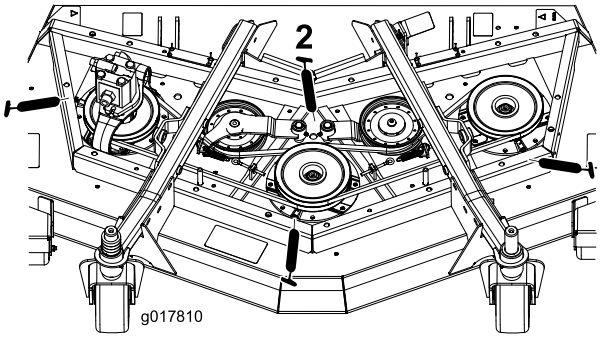

Figur 40
- Lager på spindelaxel (3) (under remskivan) (Figur 40)
- Mellandrevsarmens vridfästebussningar (2) (Figur 40)